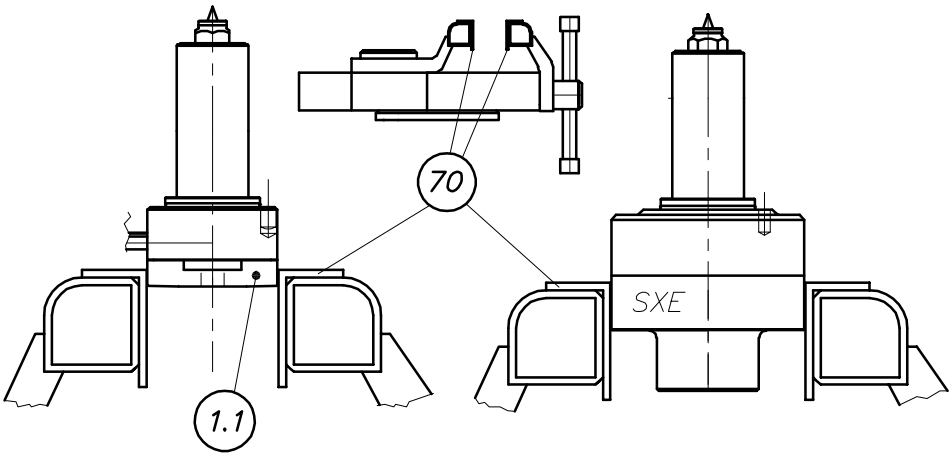

Figure 88: (z352-03) Clamping of a deinstalled HPS III nozzle in a vice
The nozzle must always be clamped at the pressure tube (pos. 1.1). A HPS III-SXE single tip is clamped at the nozzle body (see Fig. 88).
2. Clamp the nozzle in the vice at the pressure tube (see "Fig. 88: (z352-03) Clamping of a deinstalled HPS III nozzle in a vice").
1. Clamp the nozzle in the vice at the pressure tube (see "Fig. 88: (z352-03) Clamping of a deinstalled HPS III nozzle in a vice").